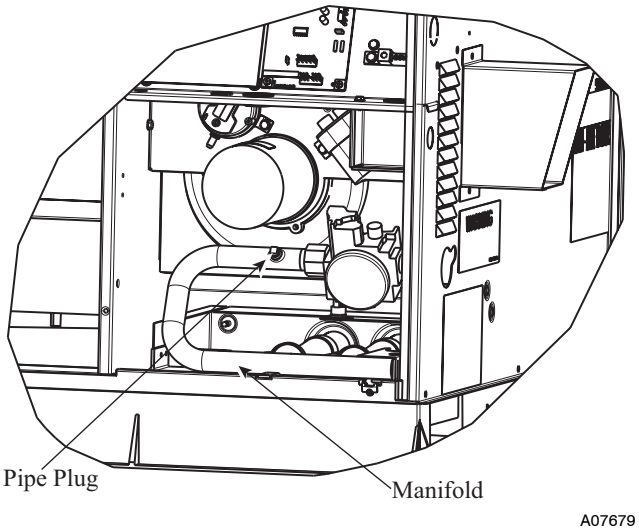

**Fig. 11 - Burner Assembly**
2. Remove pipe plug on manifold (See Fig. 11) and connect manometer. Turn on gas supply to unit.
4. Turn off gas supply to unit. Remove manometer from pressure tap and replace pipe plug on gas valve. (See Fig. 11.) Turn on gas to unit and check for leaks.